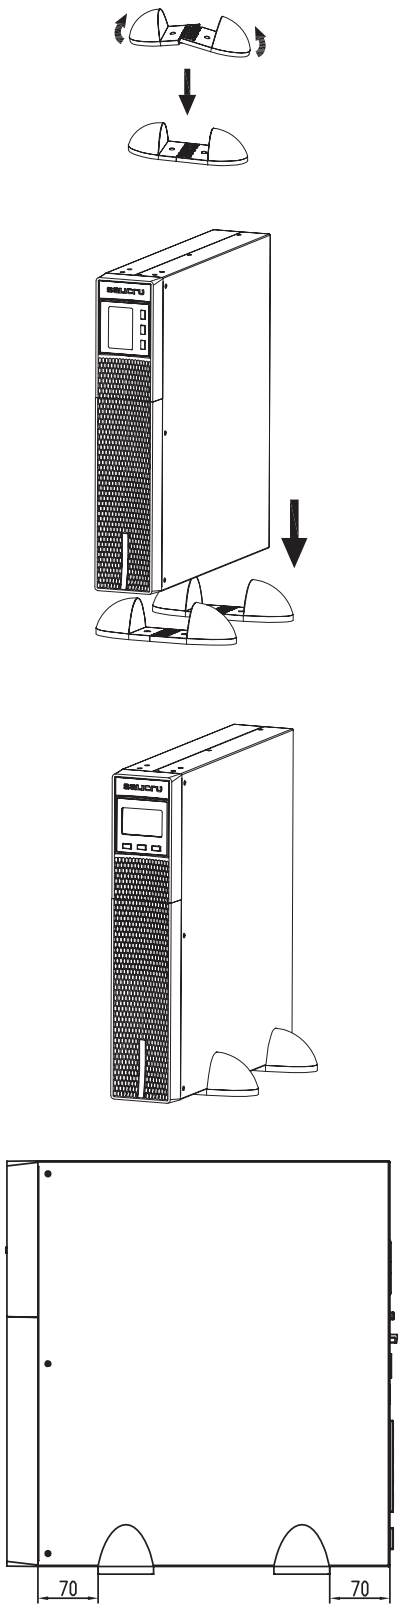

*Fig. 6. Montage vertical -type tour-.*
- Placez l'onduleur entre les deux bases à une distance de 70 mm de chaque extrémité (voir la Fig. 6).